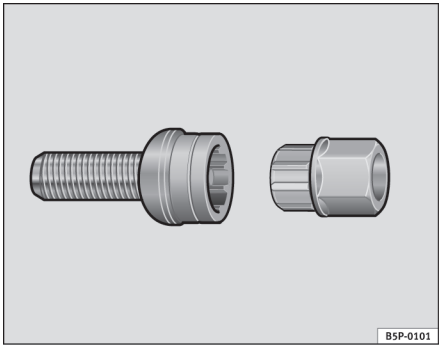

Fig. 155 Låsebolte
– Sæt adapteren helt ind i låsebolten ⇒ fig. 155.